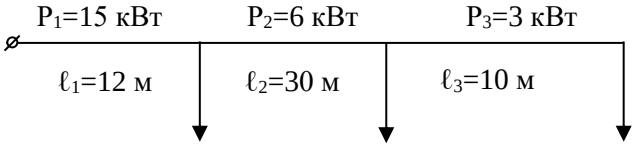

Рис.2
5. Определить сечение проводов в осветительной двухпроводной линии, расчетная схема которой приведена на рис. 2 Номинальное напряжение линии 220 В. Провода алюминиевые. Допустимые потери напряжения в линии 2,2 %.